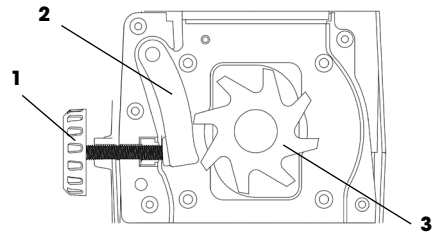

Fig. 6
- For effective operation, it is necessary to set the distance between the counter-blade (Fig. 6, point 2) and the cutting roller (Fig. 6, point 3). The gap between the cutting roller and the counter-blade should be as small as possible.
- To pull the counter-blade towards the cutting roller, slowly turn the setting screw (Fig. 6, point 1) clockwise. Keep turning the screw until fine aluminium fillings start falling out of the ejection chute.